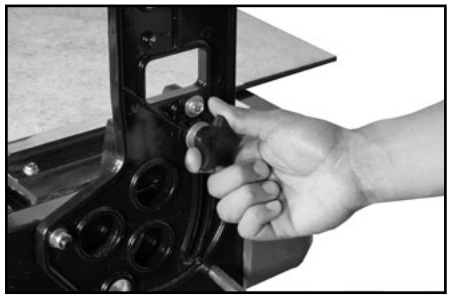

FIGURE 11
1. Loosen the two knobs at either end of the bridge (Fig 11)